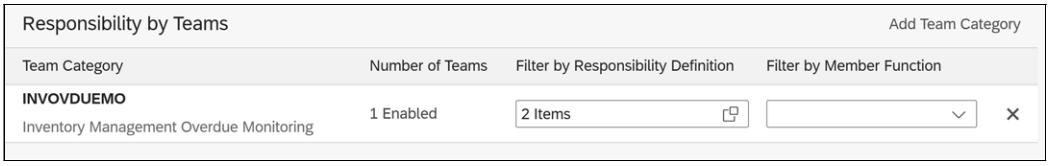

Figure 8.73 Assignment of Responsibilities
5. Remove all responsibility definitions under **Responsibility by Teams**, and add the **Member Function** you defined in the team setup. Only the team functions assigned here will retrieve the related notifications (see Figure 8.73).